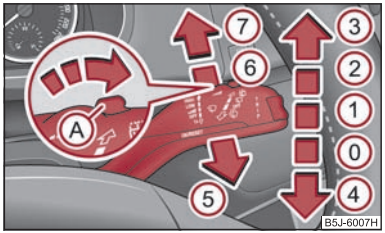

Fig. 43 Windscreen wiper lever
The windscreen wiper lever ⇒ fig. 43 has the following positions:
– Push the lever away from the steering wheel into position (6) ⇒ fig. 43, the wide-screen wiper will operate every 6 seconds.
The headlights are being cleaned after the windscreen washer system has been operated for the fifth time, the low beam or main beam are switched on as well as the windscreen wiper lever is held in the position (5) ⇒ page 53, fig. 43 for about 1 second.